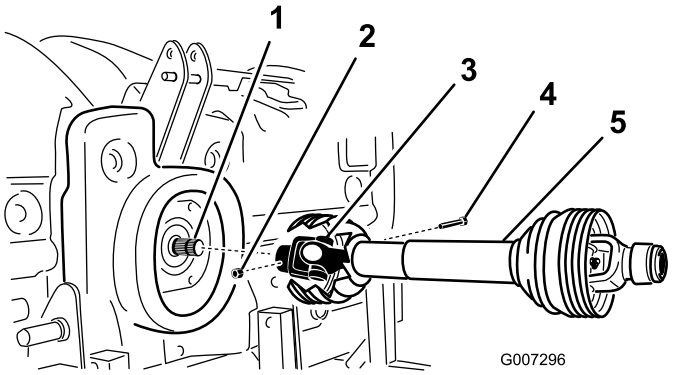

Figur 8
2. Anslut kraftuttagsaxeln till växellådans ingångsaxel med en bult på 1/2 x 3,00 tum och en mutter på 1/2 tum (Figur 8).